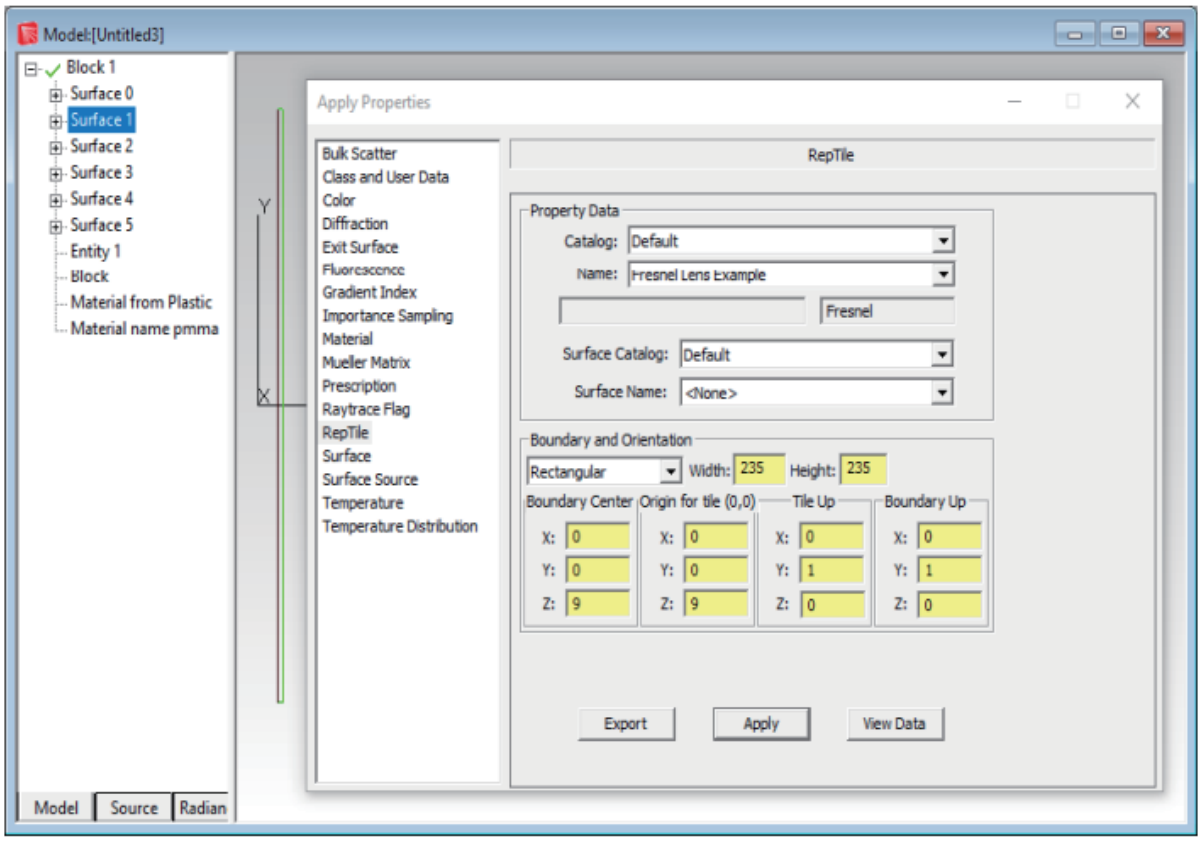

FIGURE 9.10 - Insert a block and apply the Fresnel Lens Example RepTile property to it.
9. ブロックの「-z」面を選択し「プロパティの適用」ダイアログボックスの「レプタイル」タブを使用して、「RepTile」というサーフェスプロパティを適用し、図 9.10 に示されている値を入力します。